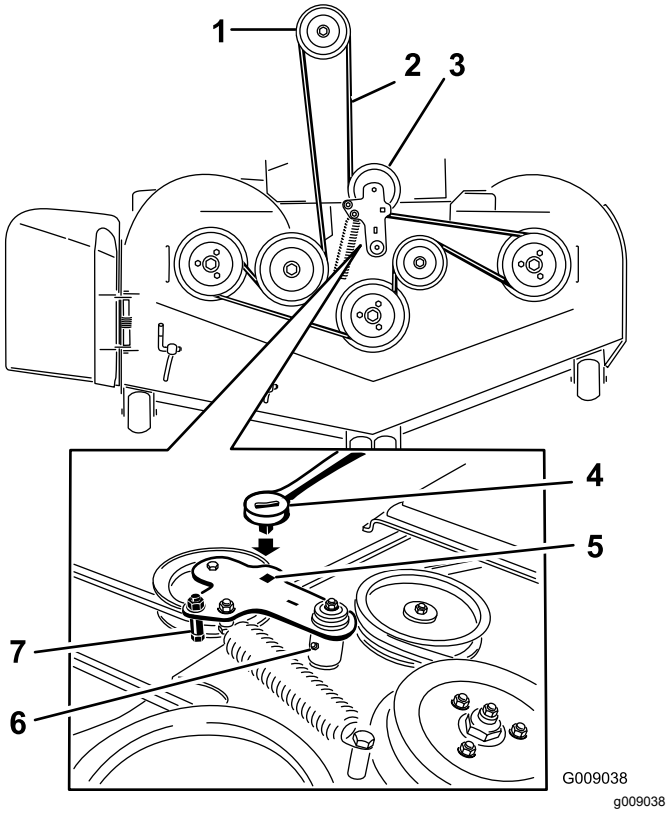

Figur 106
5. Løft opp gulvpanelet og sett en skralle i det firkantede hullet i klippeenhetens lederull (Figur 106).
6. Vri klippeenhetens lederull med urviseren og fjern klipperremmen (Figur 106).